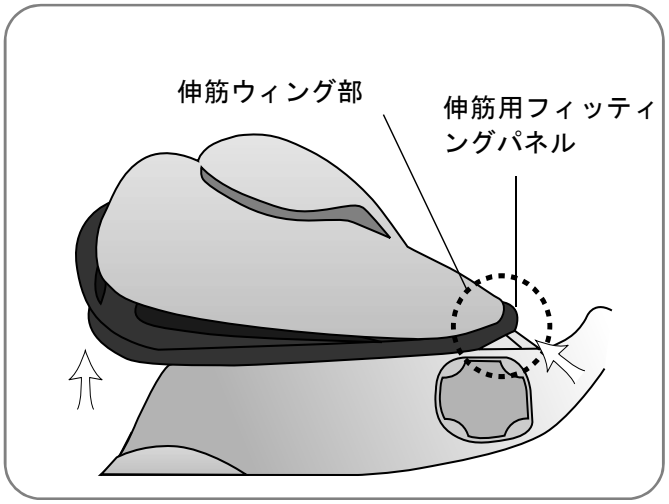

図 5-8：伸筋用フィッティングパネルの再装着
1. 装具のウィング部を開けて、伸筋用フィッティングパネルを伸筋ウィング部に合わせます（図 5-8 を参照）。